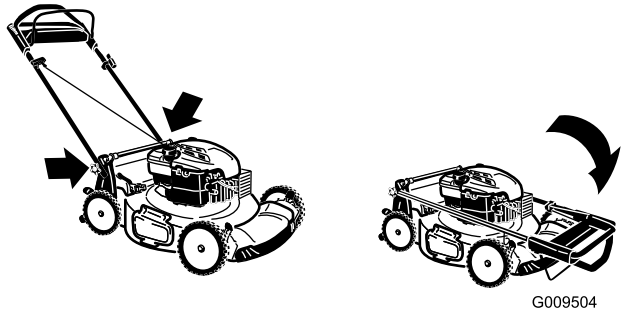

Figur 32
3. Fäll det övre handtaget framåt så som bilden visar Figur 32.